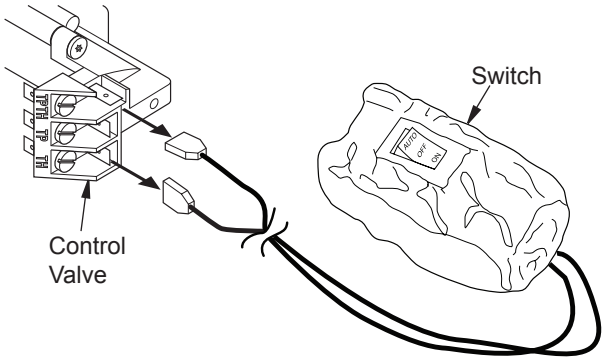

Figure 17- Disconnecting Switch from Control Valve
6. If installed, disconnect AUTO/OFF/ON switch wire from control valve at TPTH and TH locations *(see **Figure 17, Page 11**).*
7. Connect wires from hardware pack (with remote receiver bracket) to control valve at the TPTH and TH locations as shown in ***Figure 17***. Connect other ends of these wires to remote receiver wires.